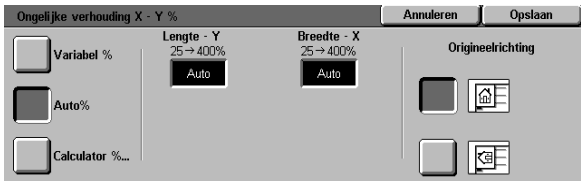

Figuur 20: Scherm Auto% verkleinen/ vergroten
3. De optie **Auto%** aanraken (zie figuur 20).